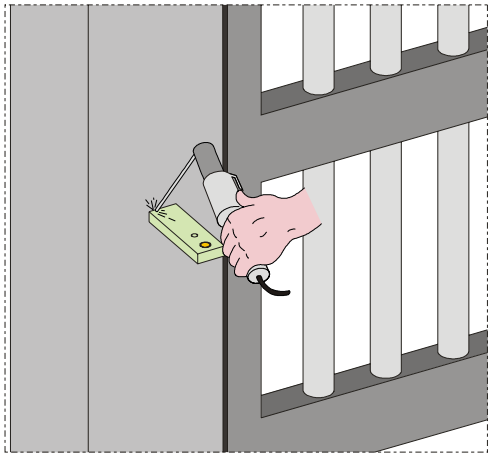
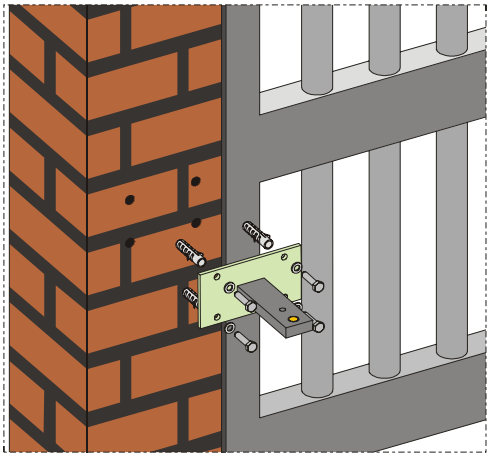

Abb. 6
Abb. 7
1) Den hinteren Bügel an der zuvor bestimmten Position befestigen. Bei einem Eisenpfosten den Bügel fest direkt an den Pfosten anschweißen (Abb. 6). Bei einem Pfosten aus Mauerwerk, die entsprechende Platte (Extra) zur Befestigung verwenden und anschrauben (Abb. 7), unter Verwendung entsprechender Befestigungssysteme. Dann den Bügel sorgsam am Pfosten festschweißen.